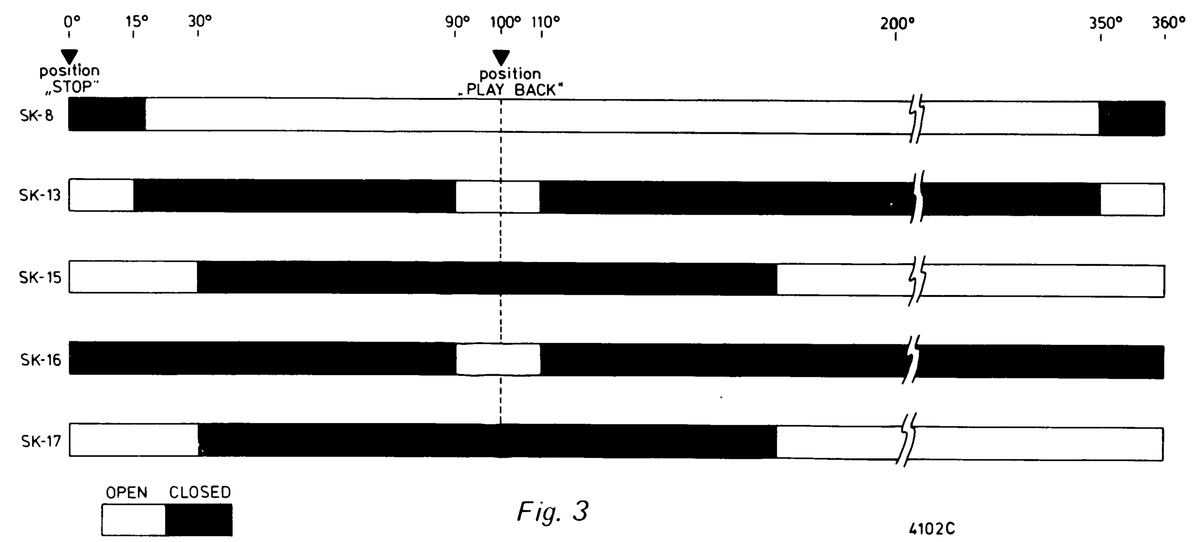

Fig. 3
Bei 0° und 100° befindet sich ein kleiner Pfeil auf dieser Scheibe, der in der betreffenden Stellung auf die gezahnte Achse des Seilrades zeigt. In der Tabelle (Abb. 3) wird erwähnt, wann die Schalter geöffnet oder geschlossen sind. Auch in diesem Fall bezieht sich die Gradeinteilung auf die Steuerscheibe.
D. WECHSELN (siehe Abb. 3, 5 und 6)
E. STOPPEN (Abb. 3, 5 und 6)